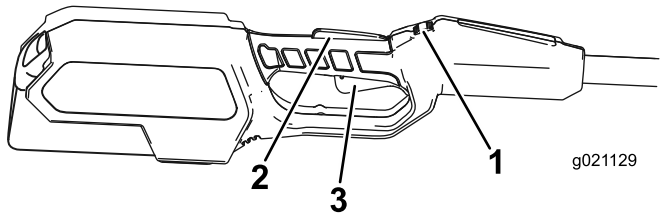

Figur 8
4. Håll ned låsbrytaren och tryck sedan in avtryckaren för att starta trimmern (Figur 8).
Släpp avtryckaren för att stanna trimmern (Figur 8).